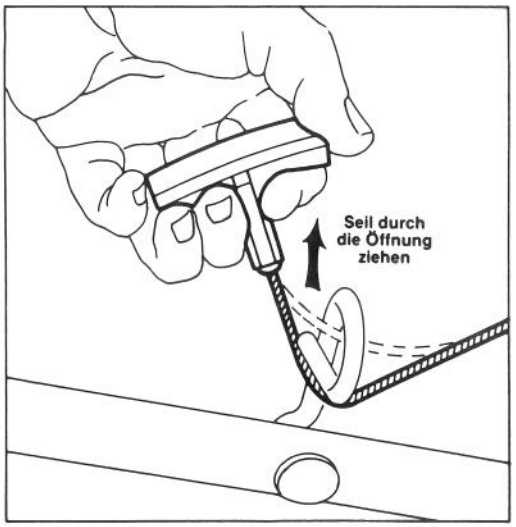
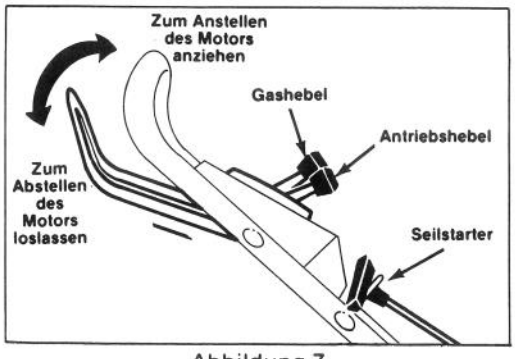

Abbildung 3
Abbildung 7
3. STARTSEIL (Abb.3) — Startseil durch die Öffnung in der Seilführung ziehen. Durch Andrücken des Kontrollhebels (Abb. 7) an die Schiebestange wird die Messerbremse freigegeben und ermöglicht, daß das Seil leicht zur Seilführung gezogen werden kann.
1. BEDIENUNGSELEMENTE (Abb. 7) — Gashebel, Antriebshebel, Messerkontrollhebel und Seilstarter befinden sich am oberen Griff.
2. ANSTELLEN DES MOTORS (Abb. 7) — Kabel auf die Zündkerze stecken. Antriebshebel auf AUS und Gashebel auf CHOKE stellen. Den Daumen auf das Loch in der Mitte des Tupfers setzen und ein Mal drücken. Messerkontrollhebel anziehen. Seilstarter ziehen und wenn der Motor anspringt Gas entsprechend regulieren.
3. SELBSTANTRIEB (Abb. 7) — Antriebshebel auf EIN stellen. Die Vorderräder werden jetzt den Mäher antreiben. Bei Wendungen und Kurven drücken Sie den Griff herunter, um die Vorräder etwas vom Gras abzuheben. Hebel auf AUS in Arretierstellung bringen, um den Vorderradantrieb abzustellen.
4. ABSTELLEN DES MOTORS (Abb. 7) — Kontrollhebel loslassen, um den Motor und das Messer abzustellen. Kabel aus der Zündkerze herausziehen, wenn der Mäher nicht beaufsichtigt oder benutzt wird.